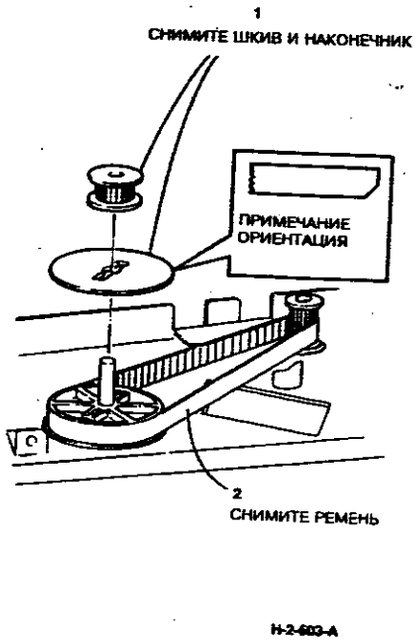

**Рисунок 4. Снятие среднего приводного ремня механизма подравнивания**
2. (Рисунок 4) Снимите средний приводной ремень механизма подравнивания.